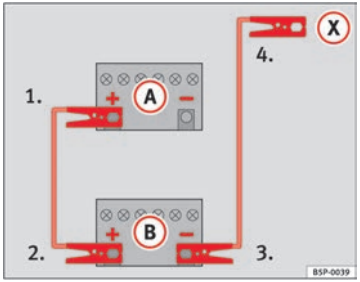

Fig. 230 How to connect the jump leads
On ⇒ fig. 230 (A) shows the flat battery and (B) the charged battery.
1. Connect one end of the red jump lead to the positive ⇒ fig. 230 (+) terminal of the vehicle with the flat battery ⇒ ⚠.
4. Connect the other end of the black jump lead (X) to a solid metal component which is bolted on to the engine block, or onto the engine block itself of the vehicle with the flat battery. Do not connect it to a point near the battery ⇒ ⚠.